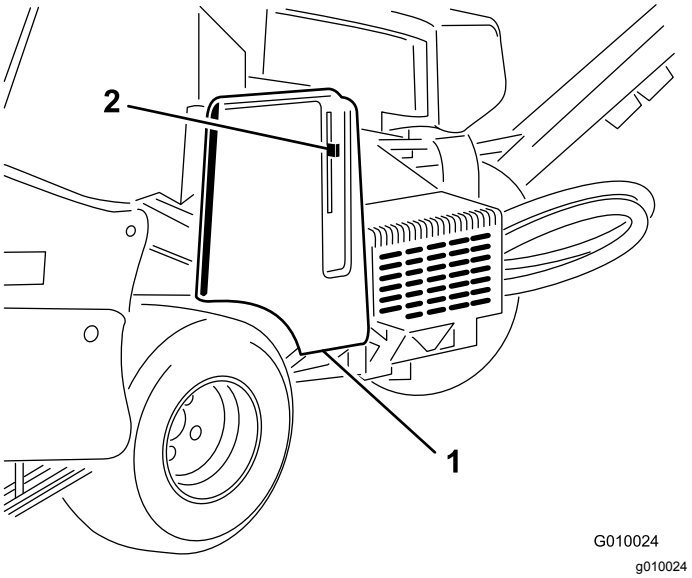

Figur 60
2. Lås opp og ta av remdekselet (Figur 60).